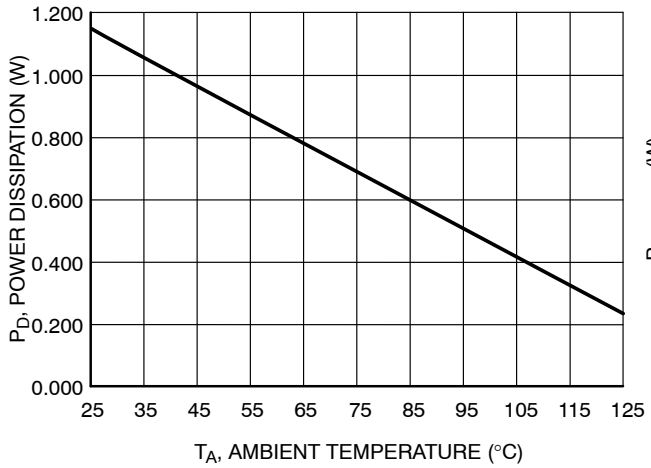

Figure 3. Total Power Dissipation (P_D) vs. Ambient Temperature (T_A)
9. If P_{D_total} > 1.13 W (or derated value per Figure 3), then select the most appropriate recourse and repeat steps 1 through 8: